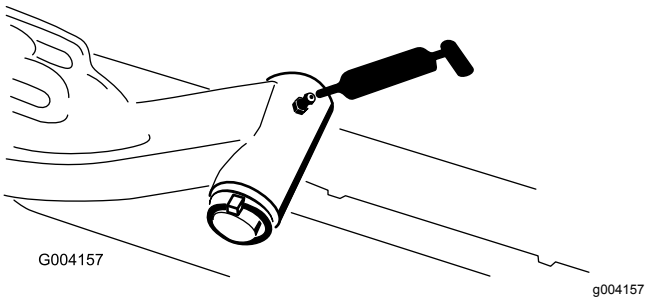

**Figur 79**
- Løftearmsdreietappaksel (1 hver) (Figur 79)